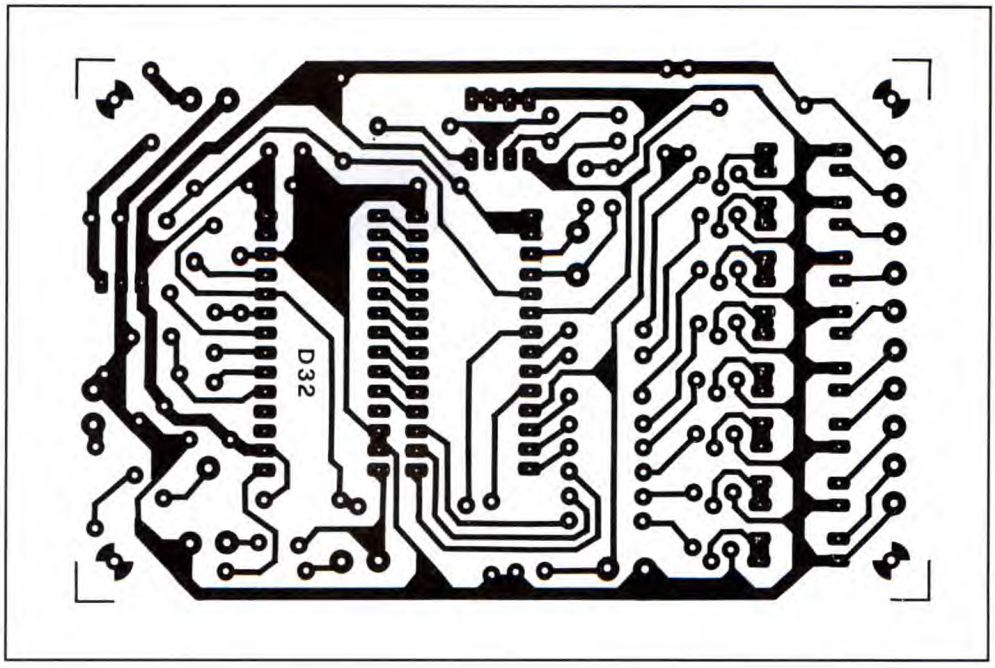

Figura 2. Basetta stampata del lettore in scala naturale.
Bene, esaurito l'aspetto teorico, è il caso di pensare a cosa fare per realizzare il riproduttore multimessaggio. La prima cosa da fare è al solito preparare il circuito stampato; allo scopo ne pubblichiamo il master al naturale in **Figura 2**. Lo stampato è bene sia realizzato mediante fotoincisione. Chi avesse problemi a realizzare la basetta stampata potrà richiederla alla ditta Futura Elettronica (tel. 0331/576139) di Rescaldina (MI) che dispone anche del kit di montaggio comprendente tutti i componenti, integrato DAST e microcontrollore (programmato) compresi. Quindi non ci sono problemi; realizzare un circuito apparantemente complesso come quello che abbiamo descritto diventa molto facile.